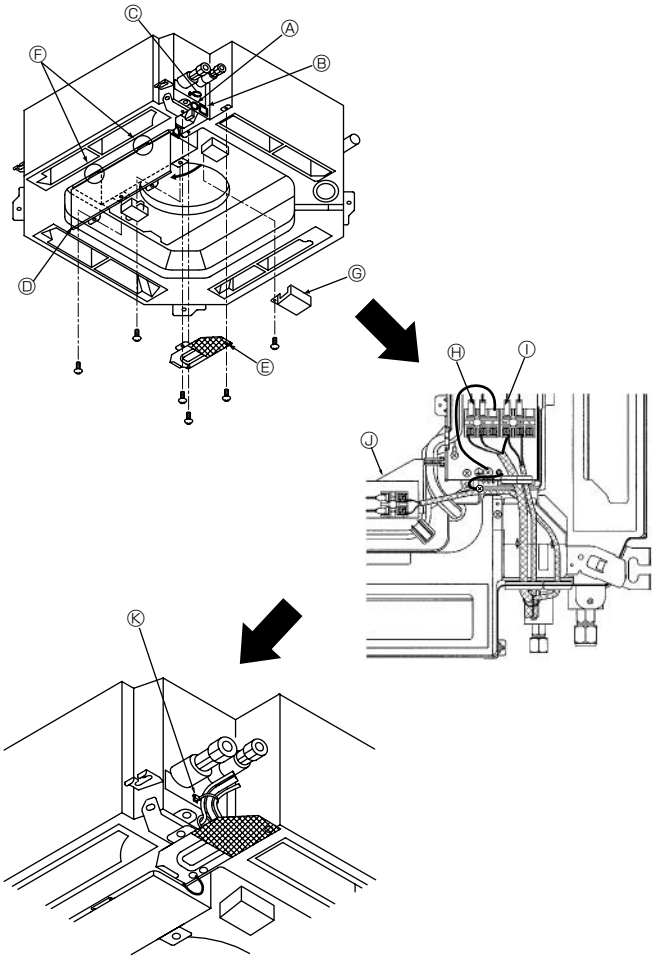

Fig. 4-1
4.1. Внутренний прибор (Fig. 4-1)